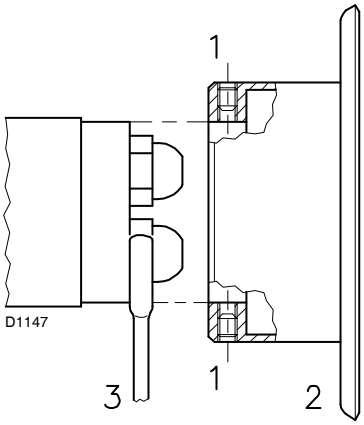

Fig. 13
- ➤ Fitting the spanner through the central hole in the flame stability disk or loosen screws 1)(Fig. 13).
- ➤ Remove disk 2)(Fig. 13) and replace the nozzles using the wrench 3).